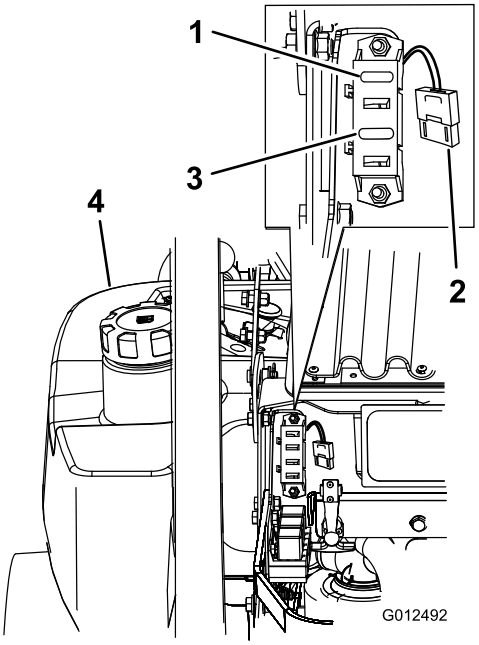

Figur 51
1. Løsn motorhjelmen, og hæv den for at få adgang til sikringsholderen (Figur 51).
3. Isæt en ny sikring (Figur 51).